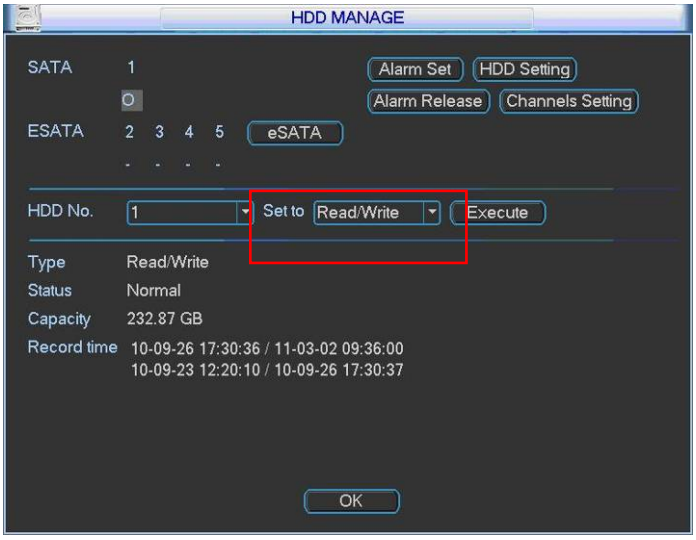

Figure 4-21
In the main menu, from Advanced to HDD management, you can set one or more disk(s) as redundant. You can select from the dropdown list. See Figure 4-21. System auto overwrites old files once hard disk is full.
- Set redundant disk(s) as read-only disk or read-write disk (Main menu->Advanced->HDD management). See Figure 4-21.System needs to reboot to get setup activated. Now you can search or playback file in redundant disk.